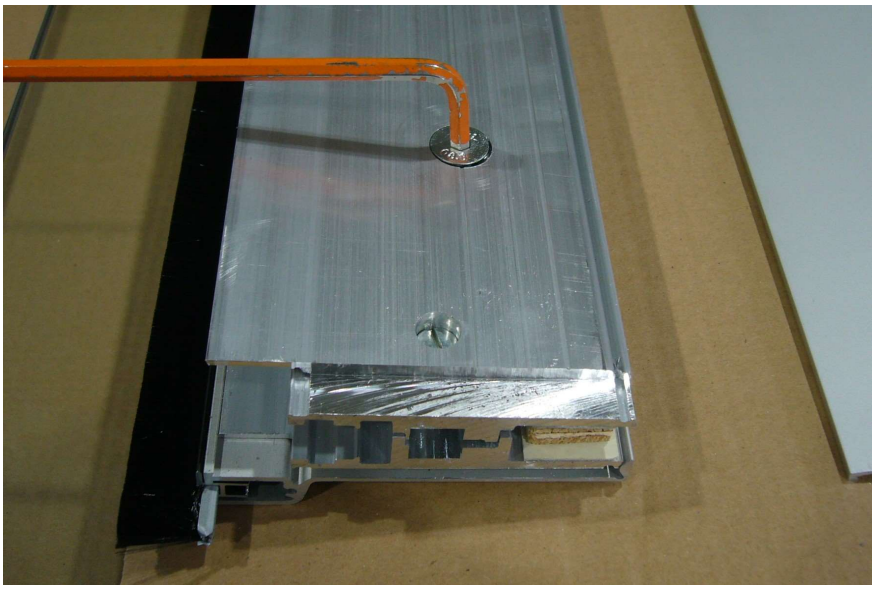

Abbildung 9
- Alle Klemmschrauben (M8 x 20 DIN 7991) mit Inbusschlüssel Größe 5 mm lösen; ca. 2 bis 3 volle Umdrehungen der Klemmschrauben sind ausreichend (Abbildung 9); ein vollständiges Herausdrehen der Schrauben kann beim Hochheben des Klemmprofils dazu führen, dass die Unterseite des Klemmprofils bei der weiteren Montage herunterfällt und dabei den Glasflügel beschädigt oder zerstört